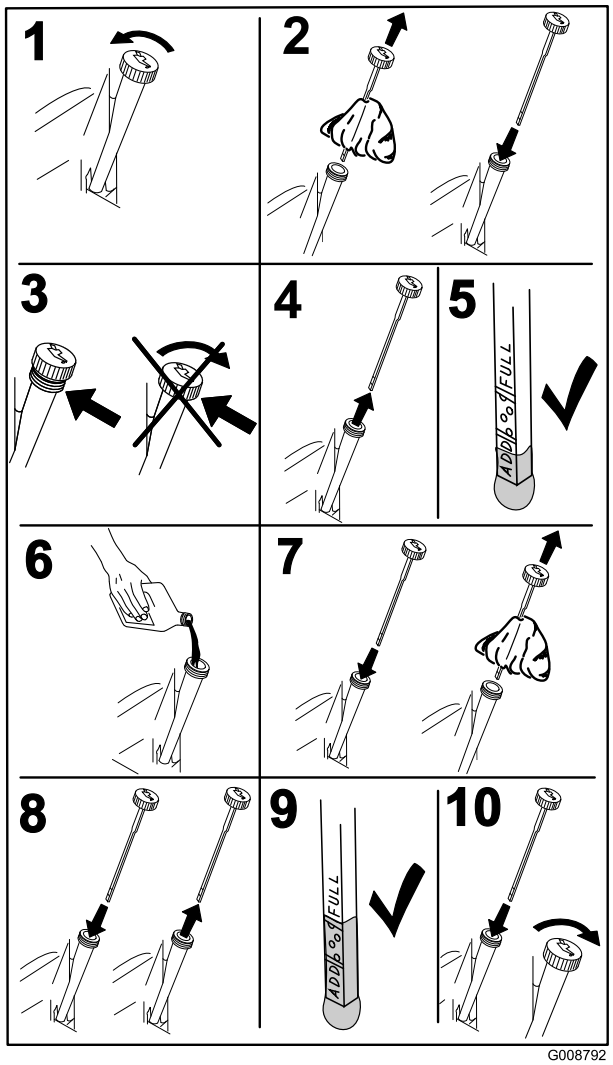

Figur 48
2. Stop motoren, fjern nøglen, og vent, til alle bevægelige dele er standset, før du forlader betjeningspositionen (Figur 48).